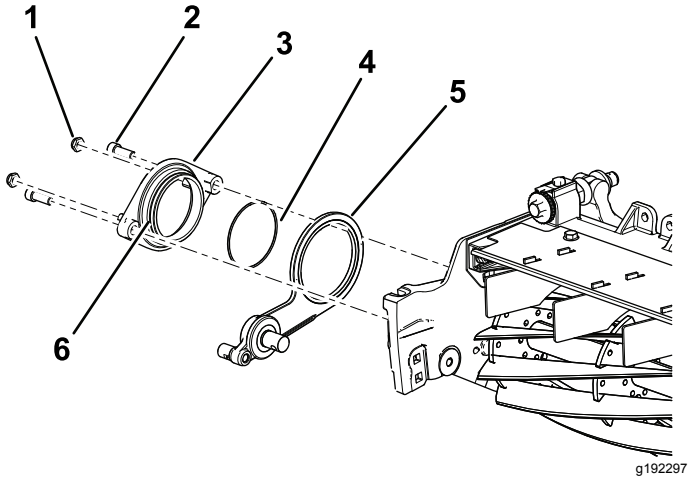

Figuur 9
3. Breng anti-seize aan op de buitenkant van de draainaaf (Figuur 9).
4. Monteer de draainaaf, over de spanpoelie, op de messenkooi; gebruik 2 inbusbouten (⅜" x ¾") (Figuur 9).
5. Monteer de 2 borgmoeren losjes op de draainaaf (Figuur 9).